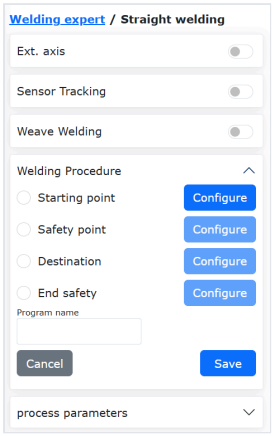

Rys. 2. Kreator spawania liniowego: przełączniki i punkty z przyciskami Configure (dokumentacja FAIRINO, panel po angielsku).
4. **Punkty** *(Welding Procedure)*, po kolei: punkt początkowy spoiny *(Starting point)*, punkt bezpieczny dojazdu *(Safety point)*, punkt końcowy spoiny *(Destination)* i punkt bezpieczny odjazdu *(End safety)*. Dla każdego doprowadź robota do punktu (prowadzenie ręczne, instrukcja 02, rozdz. 3) i kliknij **Konfiguracja** *(Configure)* przy tym punkcie (Rys. 2). Kółko przy zapisanym punkcie zmieni kolor na zielony.